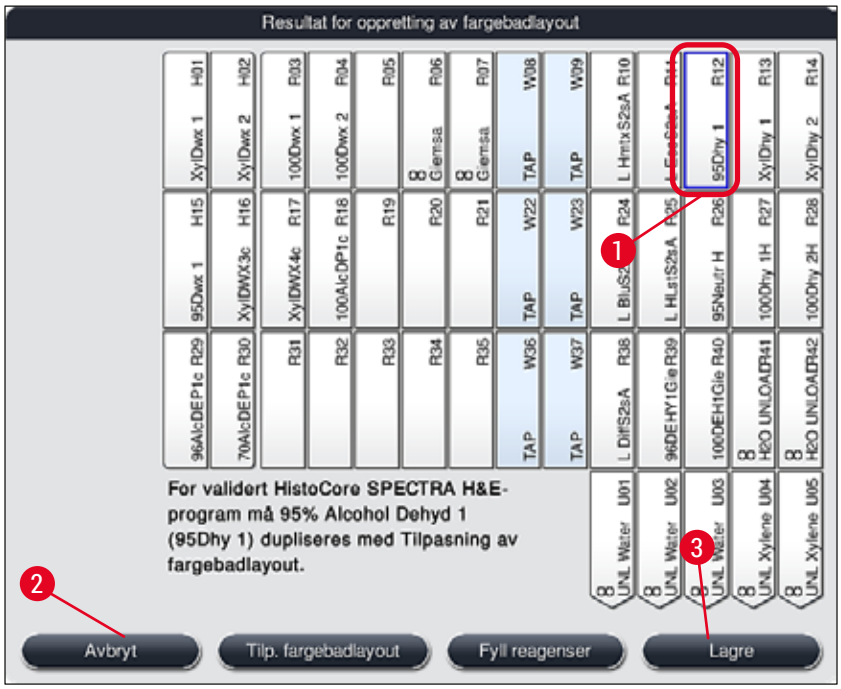

Fig. 53
- Etter at programvaren har beregnet fargebadlayouten ved hjelp av de prioriterte programmene, får brukeren en oversikt over resultatene på skjermen (→ "Fig. 53").
- Hvis ingen Leica-programmer er integrert i fargebadlayouten, avviker visningen (→ "Fig. 53") fra den som vises (ikke avbildet). I så fall kan reagensene fylles som beskrevet i (→ S. 82 – Fylling av reagens).